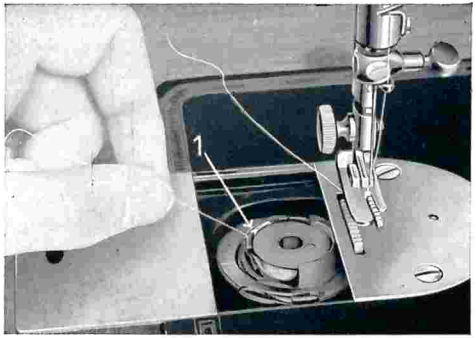

Abb. 7. Das Einfädeln der Spulenhülse.
Wenn man die Spule in die Spulenhülse gebracht hat, zieht man den Faden in den Schlitz (1) der Spulenhülse (siehe Abb. 7).